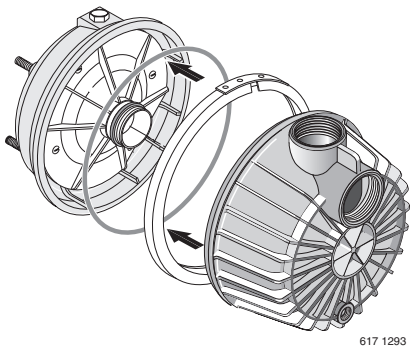

Figure 27 – Remontage de la pompe
2. Poser le joint torique dans sa gorge, sur la surface du flasque; assembler les moitiés de la pompe (se reporter à la Figure 27).